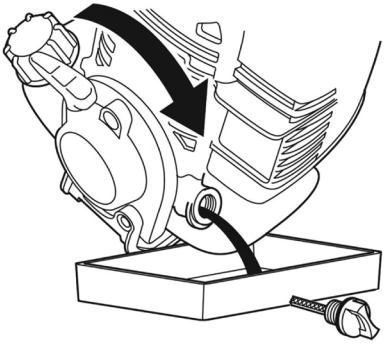

Рис. 15 Замена моторного масла
3. Наклоните триммер в сторону маслозаливной горловины двигателя и слейте отработанное масло в специально подготовленную для этого емкость (Рис. 15).